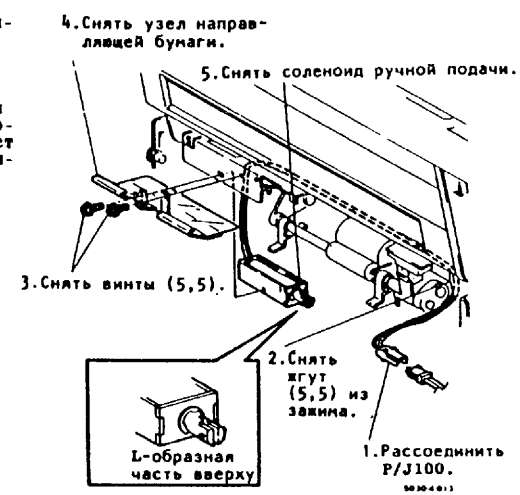

Рис.3. Снятие соленоида ручной подачи
10. (Рис.3): Снять соленоид ручной подачи.